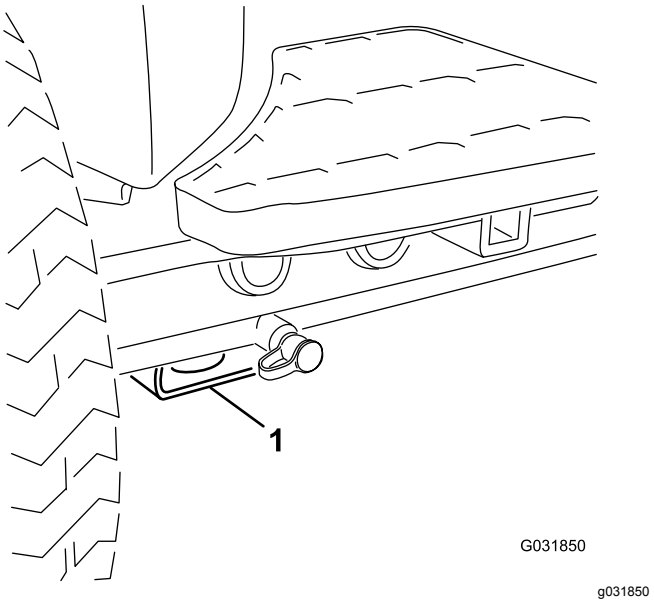

Figur 70
- For – rektangulær plade, under akselrøret, indvendigt i forhold til hvert fordæk (Figur 70).